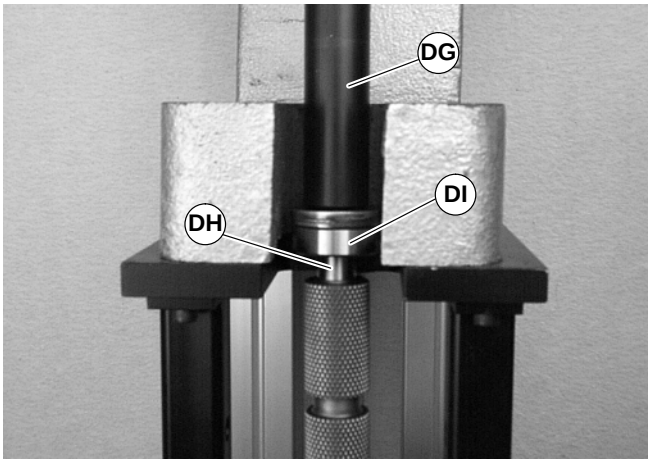

Abbildung 49
3. Die Werkzeughülse (Teilnr. 450282) (DG siehe Abbildung 49) über die Antriebsrolle schieben (DH).